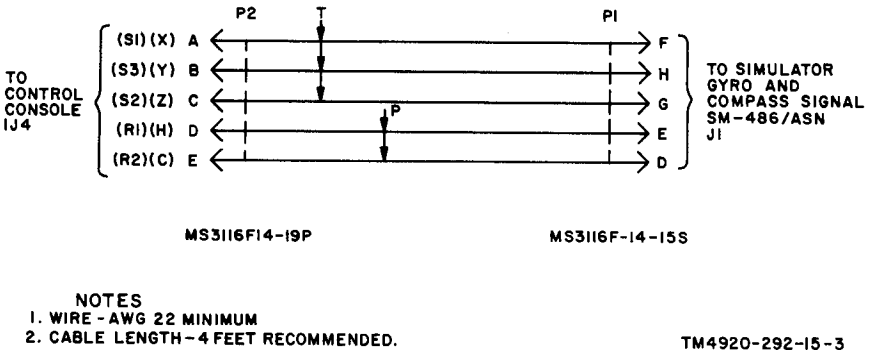

Figure 11-3. Simulator adapter cable for 400-cycle accuracy and repeatability test.
d. Connect simulator connector J1 to control console connector 1J4, using simulator adapter cable. Simulator adapter cable shall be fabricated in accordance with figure 11-3.